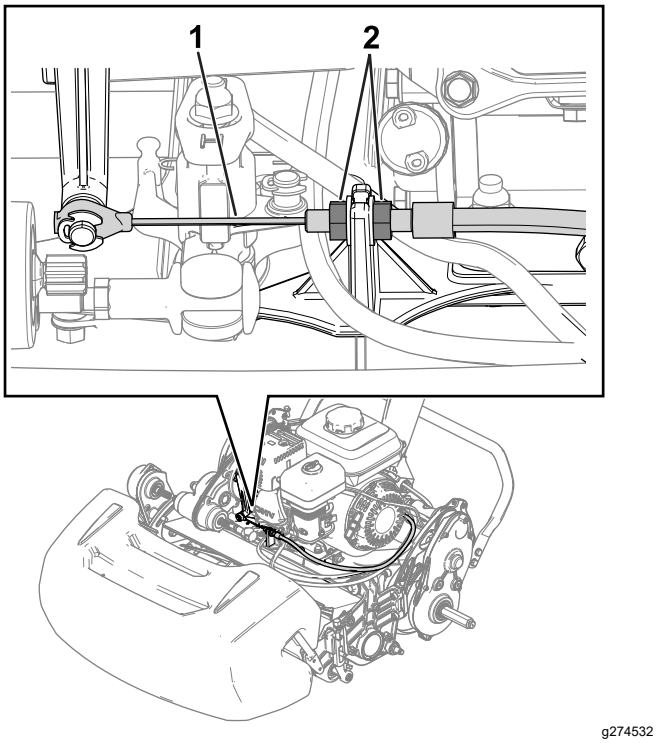
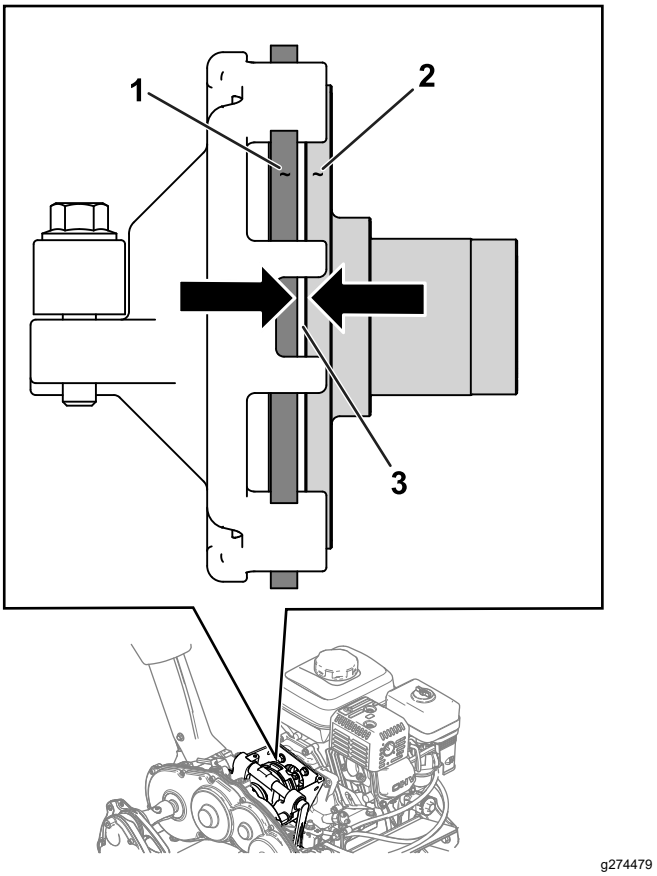

Figuur 34
Figuur 35
2. Maak de contramoeren los en stel de tractiekabel in zodat er een speling van 1,1 mm is tussen de frictieschijf en de drukplaat (Figuur 34 en Figuur 35).